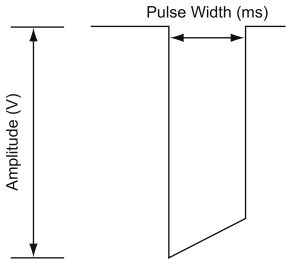

Figure 2–6. Pulse waveform
- The energy delivered to the heart is directly proportional to the Pulse Width; doubling the Pulse Width doubles the energy delivered. Therefore, programming a shorter Pulse Width while maintaining an adequate safety margin may increase battery longevity. To prevent loss of capture, exercise caution when you are programming permanent Pulse Width values of less than 0.3 ms (Figure 2–6 Pulse waveform on page 2-13).
The pulse amplitude, or voltage of the output pulse, is measured at the leading edge of the output pulse (Figure 2–6 Pulse waveform on page 2-13).